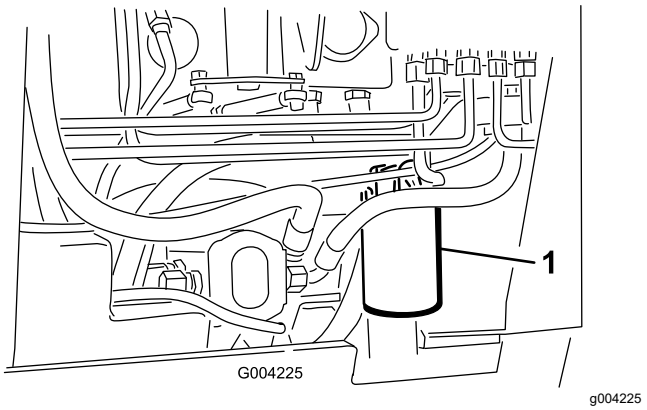

Figura 61
4. Coloque un recipiente debajo del filtro (Figura 61).
5. Retire el filtro usado (Figura 61) y limpie con un paño la superficie de la junta del adaptador del filtro.
7. Instale el filtro hidráulico nuevo en el adaptador del filtro (Figura 61). Apriete el filtro en el sentido de las agujas del reloj hasta que la junta de goma entre en contacto con el adaptador del filtro, luego apriete el filtro ¾ de vuelta más.